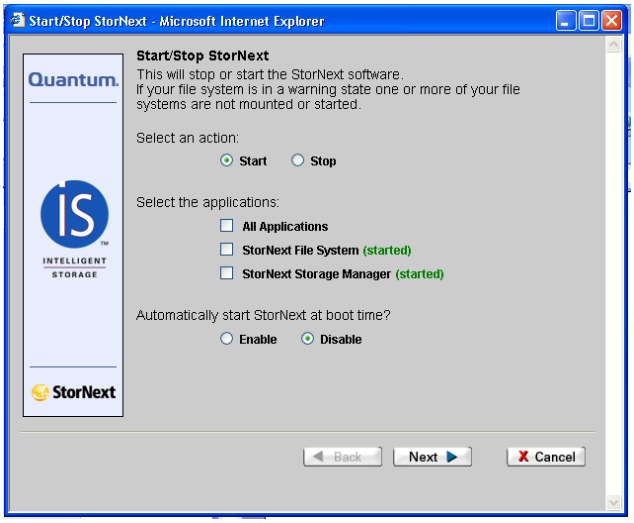

Figure 14.4-3. Start/Stop StorNext Page
- The Start/Stop **StorNext** page will be displayed (Figure 14.4-3).